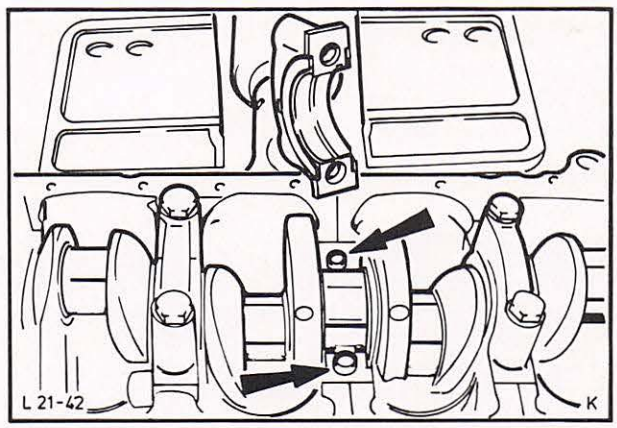

Abb. 57 Führungsbüchsen – Führungslager
33. Schrauben der Lagerdeckel gleichmäßig mit vorgeschriebenem Drehmoment festdrehen. Bei diesem Motor übernehmen jeweils zwei Führungsbüchsen die Fixierung des hinteren Hauptlager- und des Führungslagerdeckels, Abb. 57.